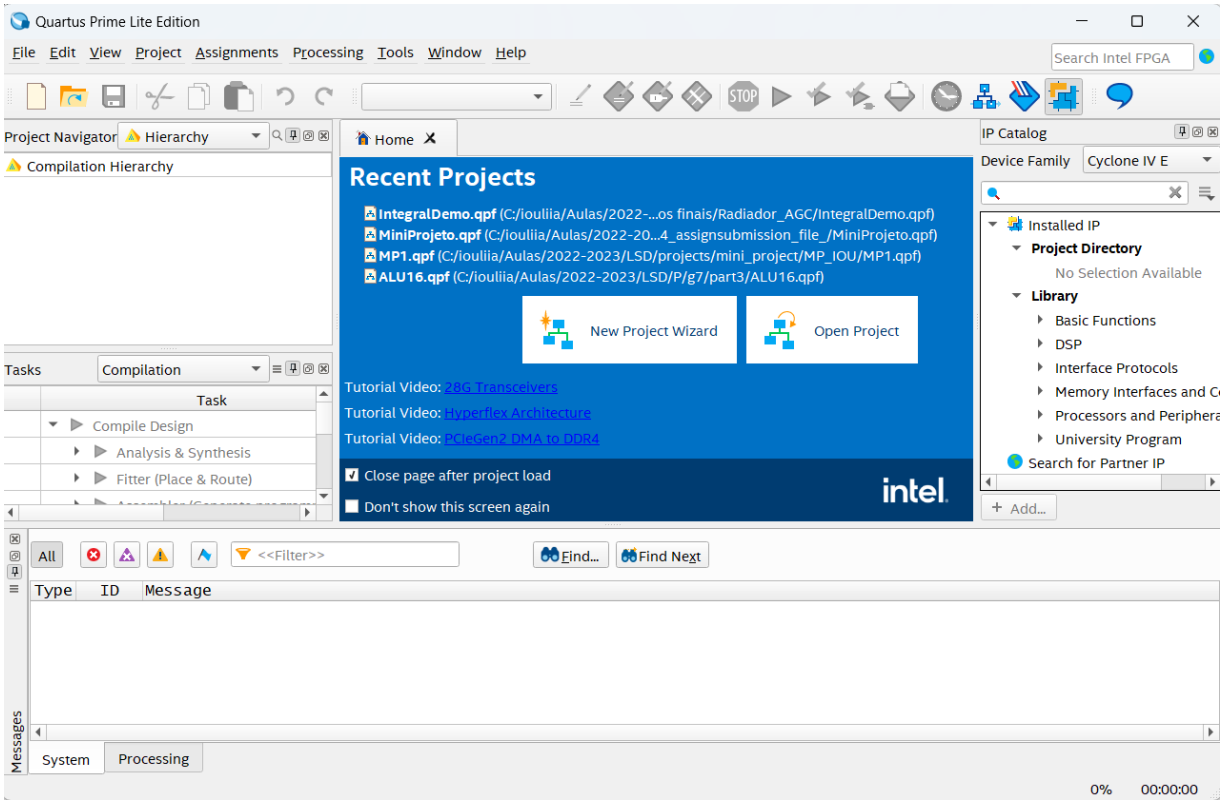

Figure 2 - Initial aspect of the “Quartus Prime” application (without any project opened).
1. Open the "Quartus Prime" application and create a new project (menu "File→New Project Wizard") according to the following steps (Figures 2 to 9).